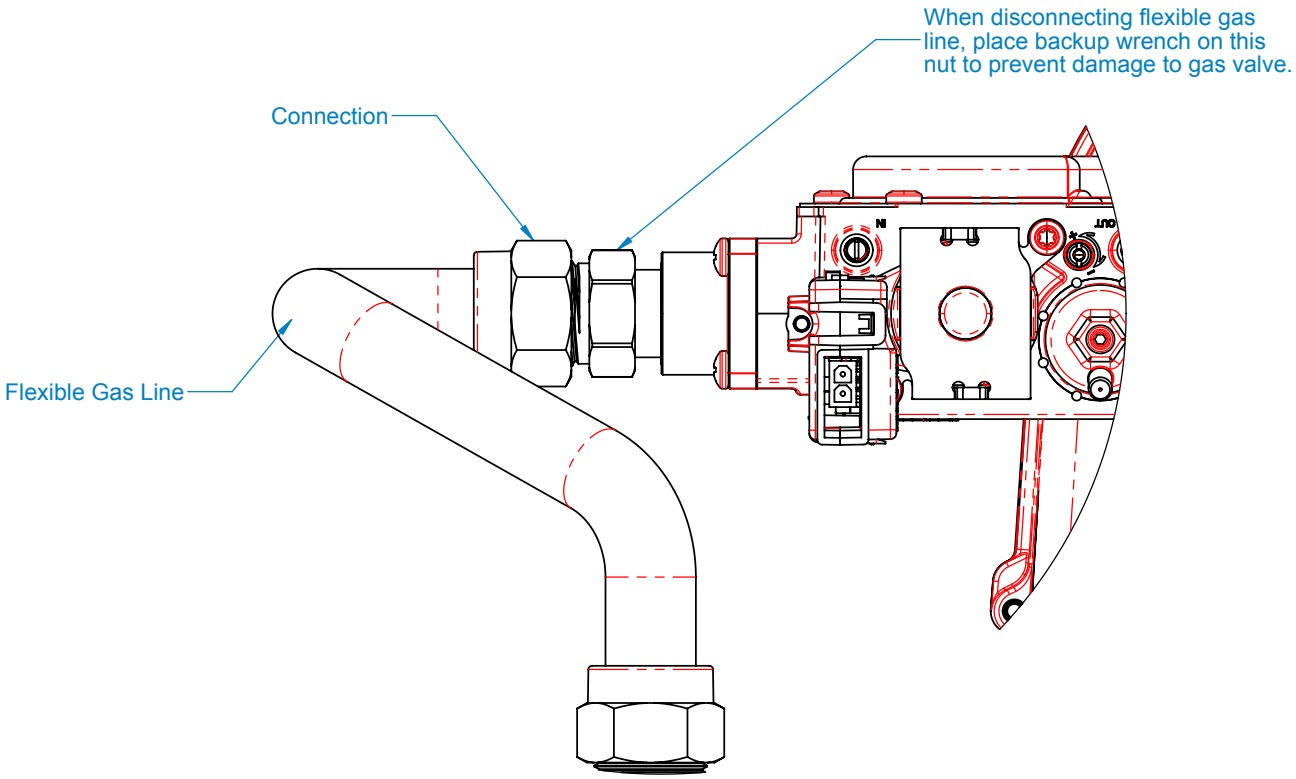

Figure 13.1: Disconnecting Flexible Gas Line
e. **Disconnect the flexible gas line** at the gas valve flare connection (Figure 13.1).
Fire Hazard. Explosion Hazard. Always use a back-up wrench on the flare connection when making or breaking this connection as shown in Figure 13.1. Failure to do so can cause adjacent threaded connections to loosen or damage to the gas valve. Check all internal gas piping for leaks any time it is disconnected or disturbed during servicing.